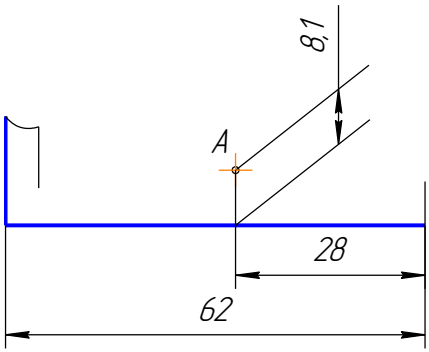

Рисунок 3.24 – Построение уклона через найденную точку
1. По данным размерам находим точку А, через которую пройдет заданный уклон, (рисунок 3.24).